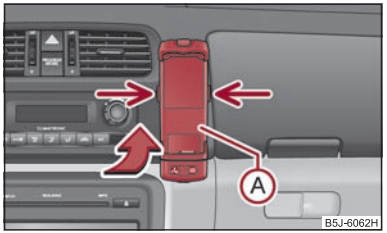

Fig. 105 Preparación universal para el teléfono
– Introducir primero el adaptador (A) en el soporte en sentido de la flecha ⇒ fig. 105 hasta el tope. Presionar ligeramente el adaptador hacia abajo hasta que se enclave de modo seguro.
– Montar el teléfono en el adaptador (A) (según las instrucciones del fabricante).
– Presionar al mismo tiempo los enclavamientos laterales del soporte y sacar el teléfono con adaptador ⇒ fig. 105.